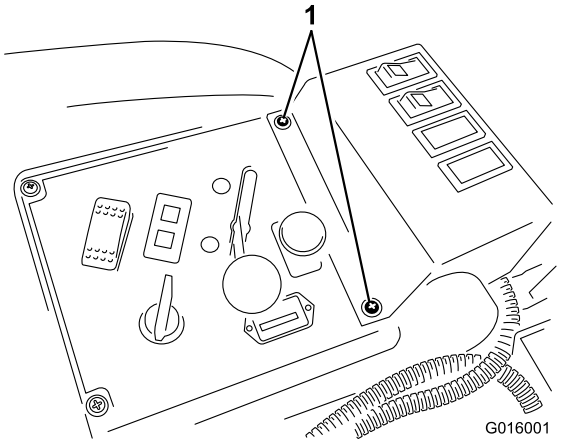

**Figura 16**
11. Vuelva a colocar el panel de control, y monte el panel de los interruptores en la parte derecha del panel de control usando los 2 tornillos existentes (Figura 16).